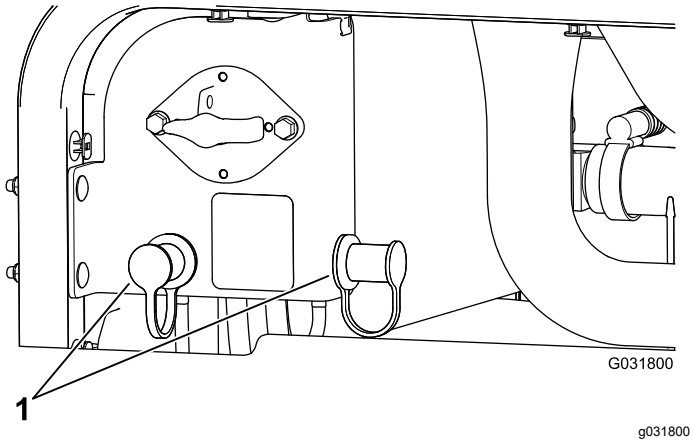

Figuur 109
3. Haal de kappen van de startpolen van de accu (Figuur 109).